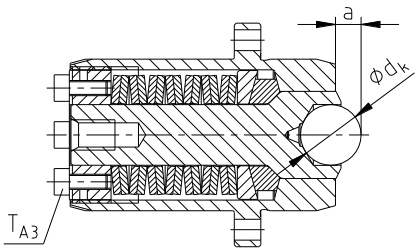

Bild 9
- Messen Sie das Kontrollmaß a, ggf. stellen Sie das Maß nach (siehe Bild 9 und Tabelle 7).
- Ziehen Sie die Zylinderschraube ① in der Kalotte auf die in Tabelle 7 angegebenen Anziehdrehmomente T_{A1} an.
- Setzen Sie die Prüfkugel Ød_k ein (siehe Bild 9 und 10 sowie Tabelle 7).
- Fetten Sie die Kalotte, Kugel, Bolzen, Segmente und Kegelpfanne mit Molykote ein. Setzen Sie das Freischaltelement gemäß Bild 9 bzw. 15 wieder zusammen.